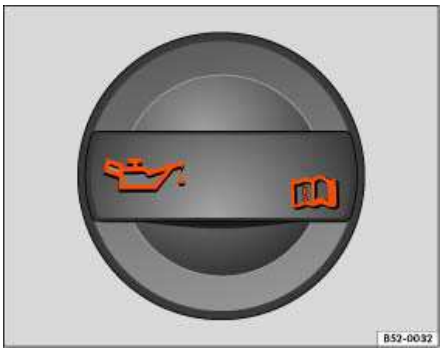

Fig. 143 In the engine compartment: Engine oil filler cap.
4. Find the oil filler opening and the dipstick. You can identify these by the e symbol on the engine oil filler cap ⇒fig. 143 and the colored handle on the dipstick. If you are not sure where the cap and the dipstick are located, see your authorized Volkswagen dealer or authorized Volkswagen Service Facility for assistance.
9. Remove the cap on the engine oil filler opening ⇒ fig. 143.